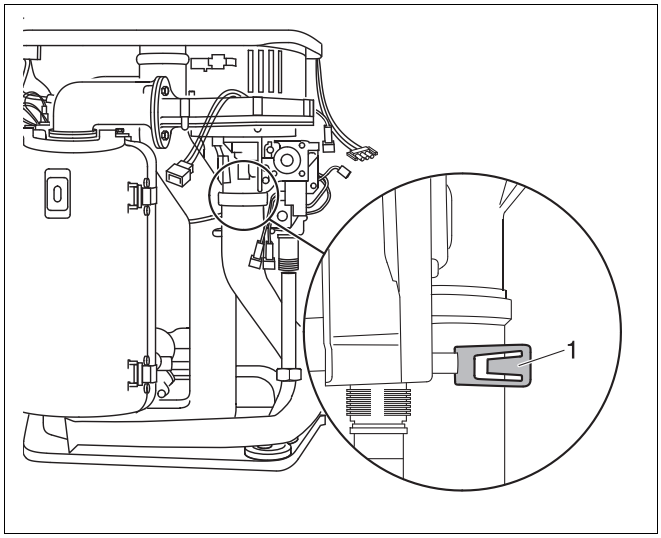

Rys. 63 Wyjęcie rury zasysającej powietrze
- Odchylić blachę zabezpieczającą (rys. 63, **poz. 1**).